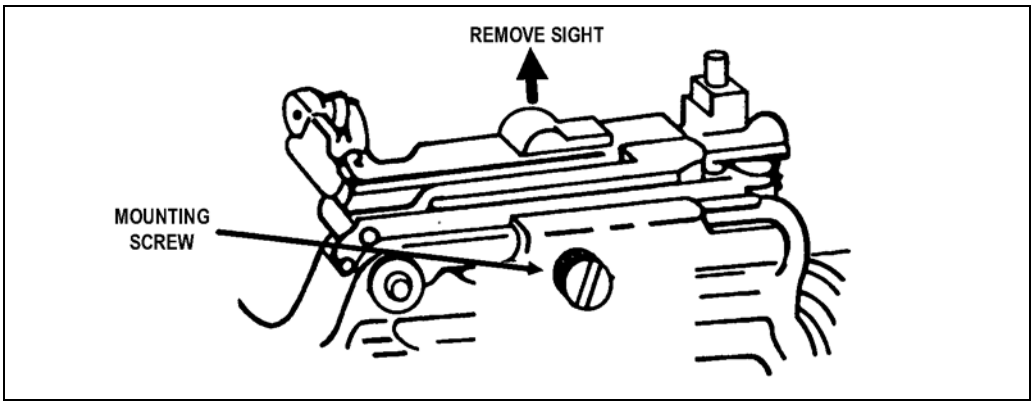

Figure 3-18. Removing the quadrant sight assembly.
a. Loosen the mounting screw and remove the quadrant sight assembly from the carrying handle of the M16-series rifle (Figure 3-18, page 3-14).